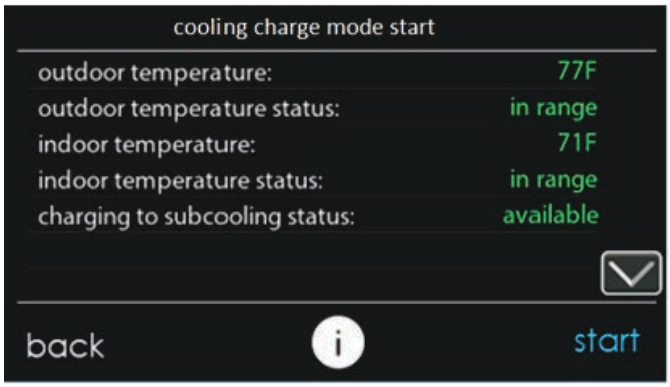
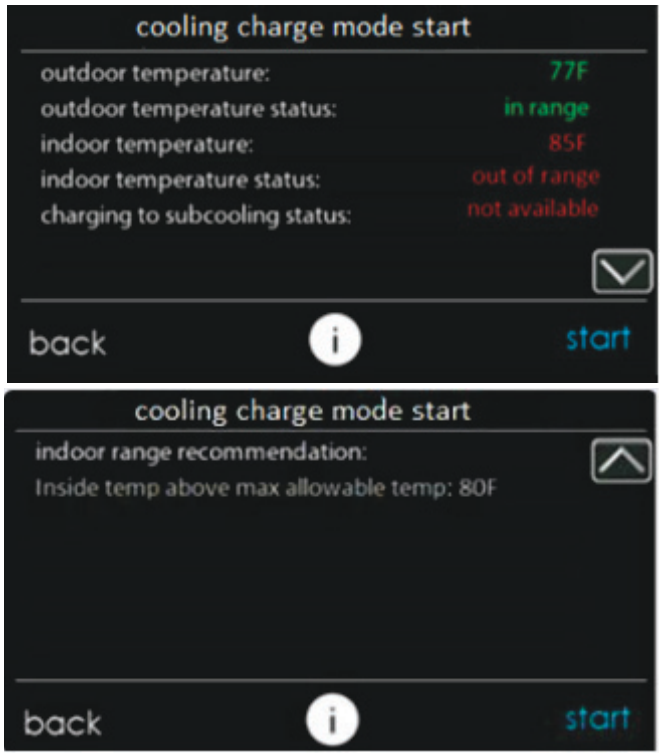

Fig. 17 – Cooling Charge Mode Start Screen - Subcooling Available
Fig. 18 – Cooling Charge Mode Start Screen - Subcooling Unavailable
8. The next screen, "cooling charge mode start" is shown in Fig. 17 or Fig. 18 depending on whether subcooling charging is available. The reason for unavailability of subcooling can be viewed by pressing the down arrow to go to the second page. Before selecting "Start", verify that the service valves are open. Pressing start will turn on the system at a fixed set of operating parameters in COOLING mode.